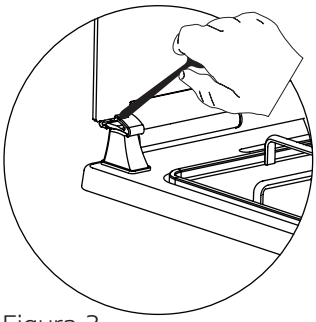

Figura 3
3. Conforme mostrado na figura 3, a porta de vidro pode ser fechada premindo com a mola de plástoc com a ajuda de uma colher.